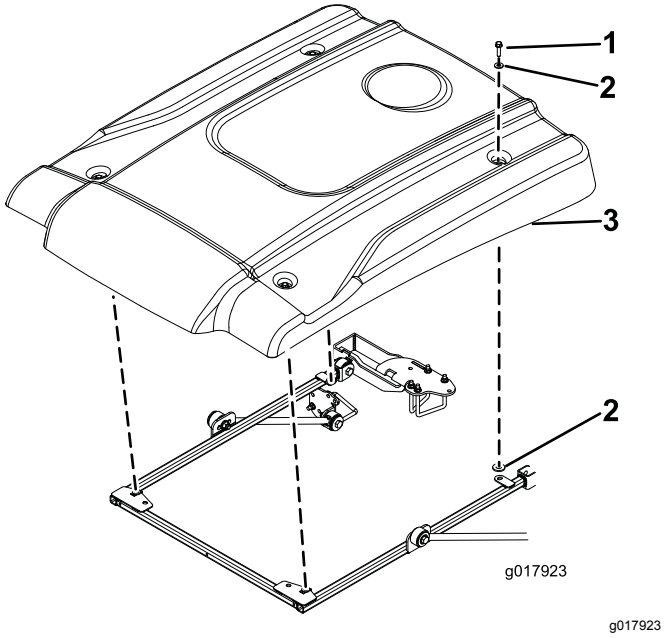

Bild 4
11. Positionieren Sie das Sonnendach beim Ausfluchten der Befestigungslöcher am Rahmen wie in Bild 4 abgebildet.
12. Befestigen Sie jede Ecke des Sonnendachs lose mit einer Bundkopfschraube (5/16" x 1¼") und zwei kleinen Scheiben am Rahmen (Bild 4).